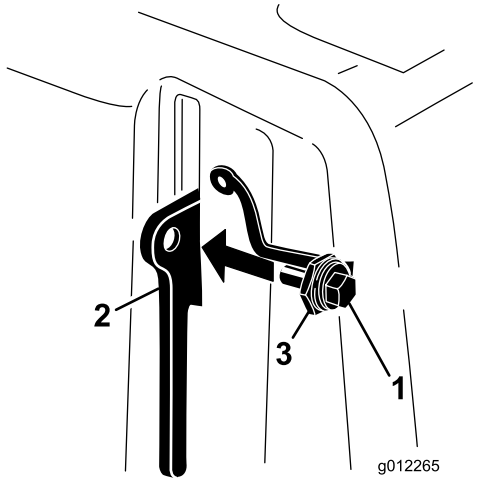

**Rysunek 10**
3. Wkręć śrubę w dźwignię zaczepu pokrywy paska (Rysunek 10).